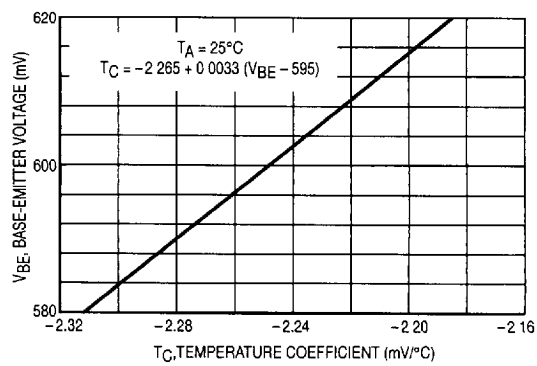

Figure 3. Temperature Coefficient versus Base–Emitter Voltage
b. If V_{BE} (nom) is less than or greater than 595 mV determine T_C from the relationship described in Note 4. $T_C = -2.265 + 0.0033\ (V_{BE} - 595)$ or see Figure 3.